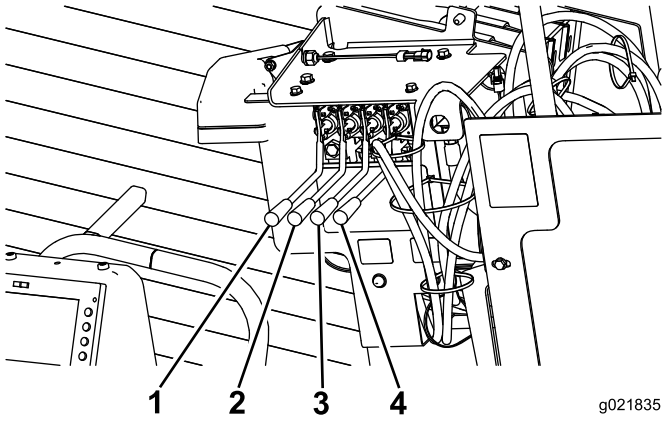

Figure 75
11. Poussez les 2 leviers de la vrille d'ancrage droite vers l'intérieur pour abaisser et faire tourner la vrille droite jusqu'à ce qu'elle soit complètement engagée (Figure 75).